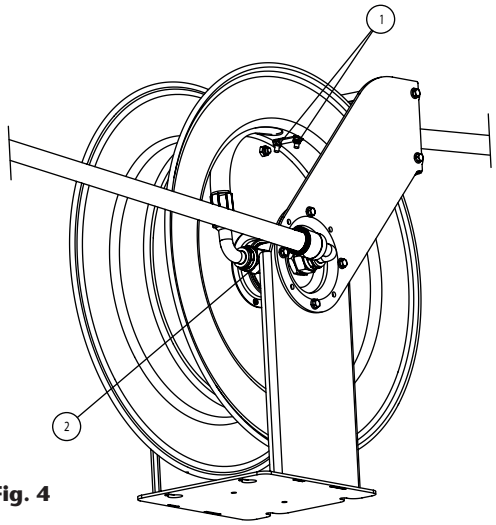

Fig. 4
2. Connect the new hose to the swivel (2) (fig. 4), place the U-bolt (1) (fig. 4) in such a way that it firmly holds the hose against the spool, and start to wind the hose into the spool turning the spool manually.
2. Conecte la nueva manguera a la rótula (2) (fig. 4), coloque el abarcón (1) (fig. 4) de modo que sujete a la manguera contra el tambor firmemente y comience a recoger la manguera girando el tambor manualmente.
2. Raccorder le nouveau flexible à la rotule (2) – (fig. 4) et fixer les boulons en U (1) – (fig. 4) de façon à ce qu'ils soutiennent le flexible contre le tambour. Il est désormais possible de raccorder le flexible en faisant tourner manuellement le tambour.
2. Verbinden Sie den neuen Schlauch mit dem Anschlussgelenk (2) (Abb. 4), bringen Sie den Bolzen (1) (Abb. 4) so an, dass er den Schlauch fest gegen die Trommel drückt und beginnen Sie, den Schlauch einzurollen, indem Sie die Schlauchtrommel manuell drehen.
2. Remove the U-bolt by loosening its nuts (1) and disconnect the hose from the swivel (2) (fig. 4).
2. Retire el abarcón aflojando sus tuercas (1) y desconecte la manguera de la rótula (2) (fig. 4).
2. Retirez les boulons en U en desserrant leurs écrous (1) et débranchez le flexible de la rotule pivotante (2) (fig. 4).
2. Entfernen Sie den Bolzen, indem sie die Muttern (1), mit denen er befestigt ist, lösen, und trennen Sie den Schlauch mittels zweier Schlüssel vom Anschlussgelenk (2) (Abb. 4).